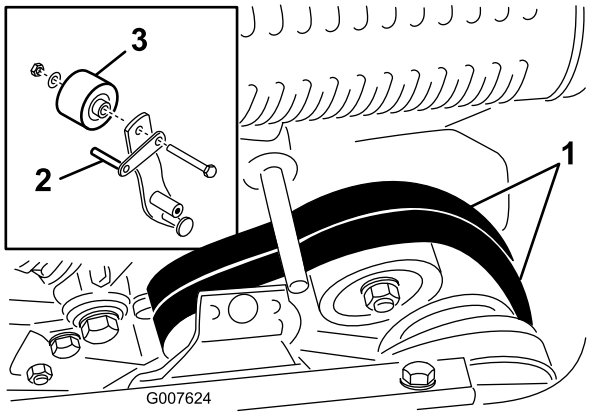

Figur 34
8. Justera remstyrningen så att det går lättare att skjuta eller dra maskinen utan att starta motorn (Figur 34, infällning) på följande sätt: